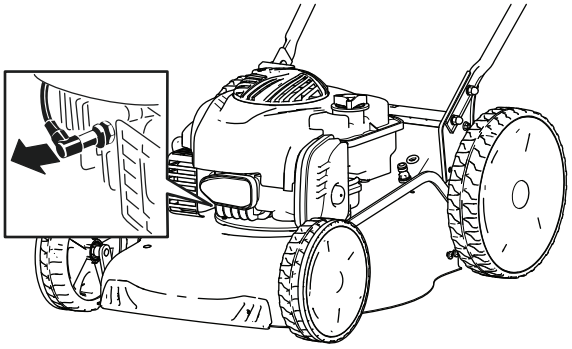

Figur 21
2. Koble tennpluggledningen fra tennpluggen (Figur 21).